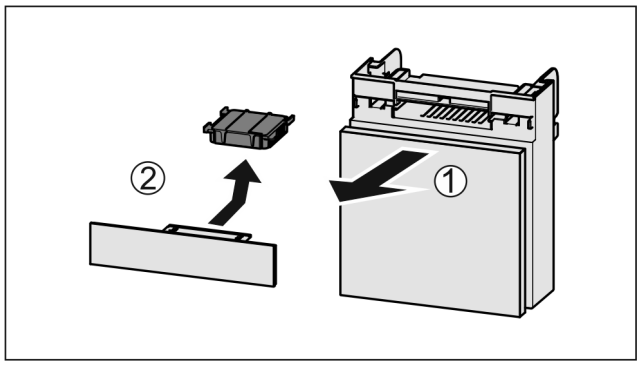

Fig. 195
▶ 向前拉出 *Fig. 195 (1)*抽屉。
▶ 取出 *Fig. 195 (2)*活性炭过滤器。